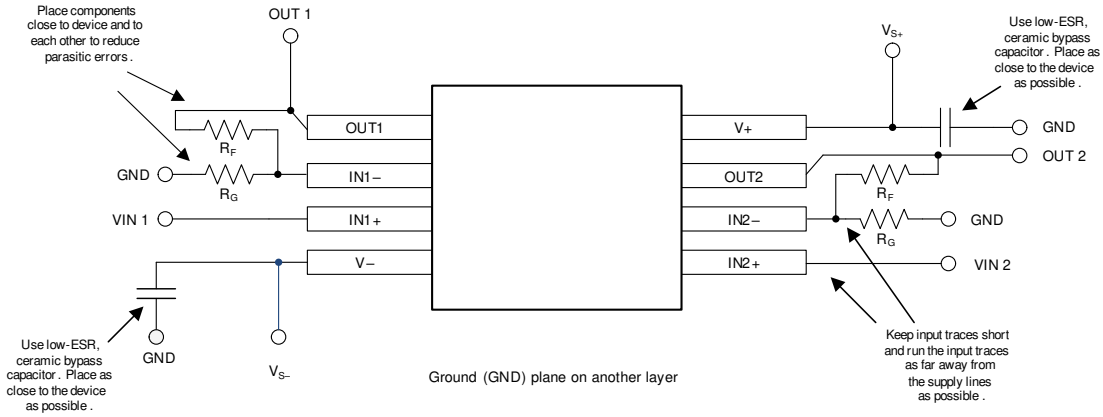

图 7-12. 布局示例
- 外部元件的位置应尽量靠近器件，如图 7-12 中所示。使 R_F 和 R_G 接近反相输入可最大限度地减小寄生电容。